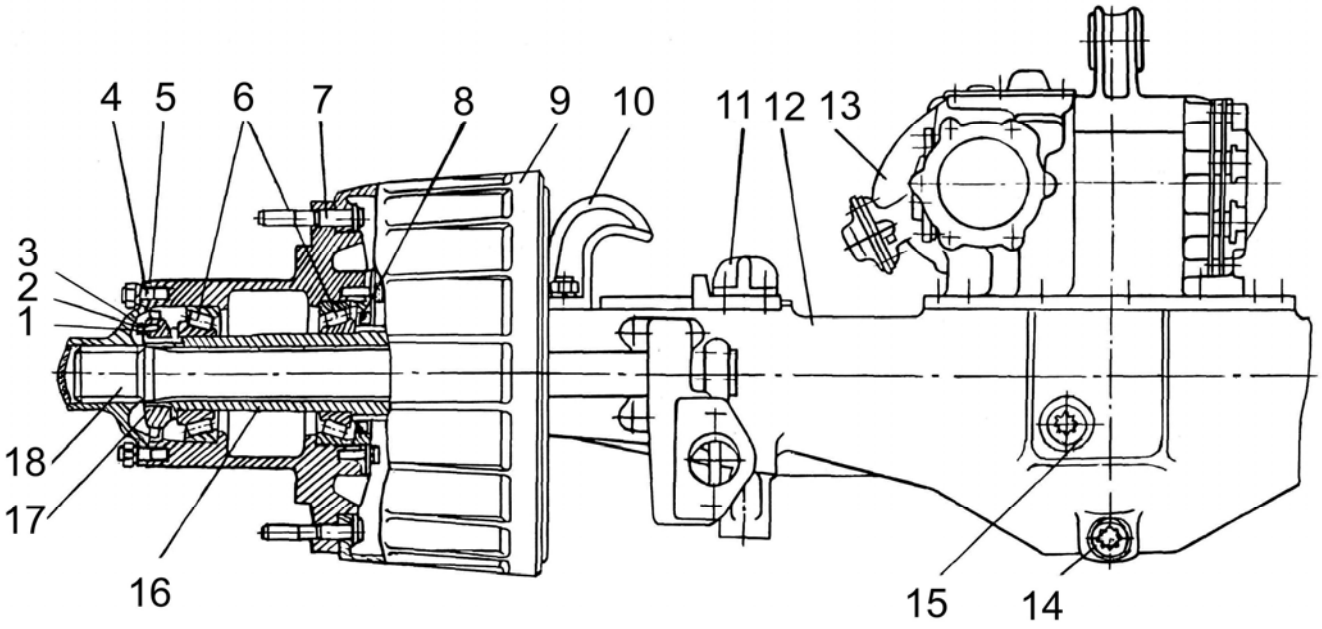

Рис. 28 – Задний (средний) мост:
3. Отвернуть гайки крепления фланцев 4 (рис. 28), снять пружинные шайбы, вынуть полуоси.